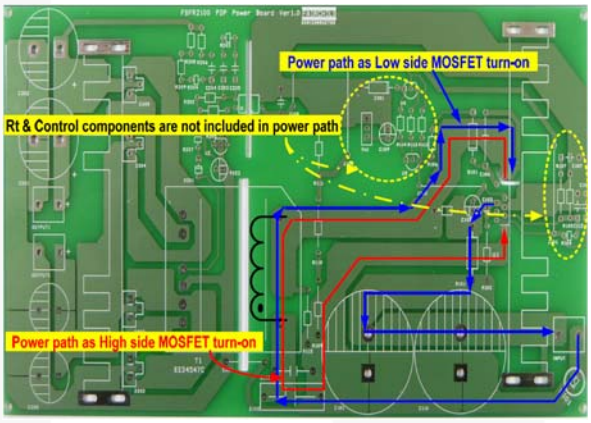

Figure 25. Example for Duty Balancing
7. PCB Layout Guidelines: Duty unbalance problems may occur due to the radiated noise from main transformer, the inequality of the secondary side leakage inductances of main transformer, and so on. Among them, it is one of the dominant reasons that the control components in the vicinity of R_T pin are enclosed by the primary current flows pattern on PCB layout. The direction of the magnetic field on the components caused by the primary current flow is changed when the high-and low-side MOSFET turn on by turns. The magnetic fields with opposite directions induce a current through, into, or out of the R_T pin, which makes the turn-on duration of each MOSFET different. It is strongly recommended to separate the control components in the vicinity of R_T pin from the primary current flow pattern on PCB layout. Figure 25 shows an example for the duty-balanced case.